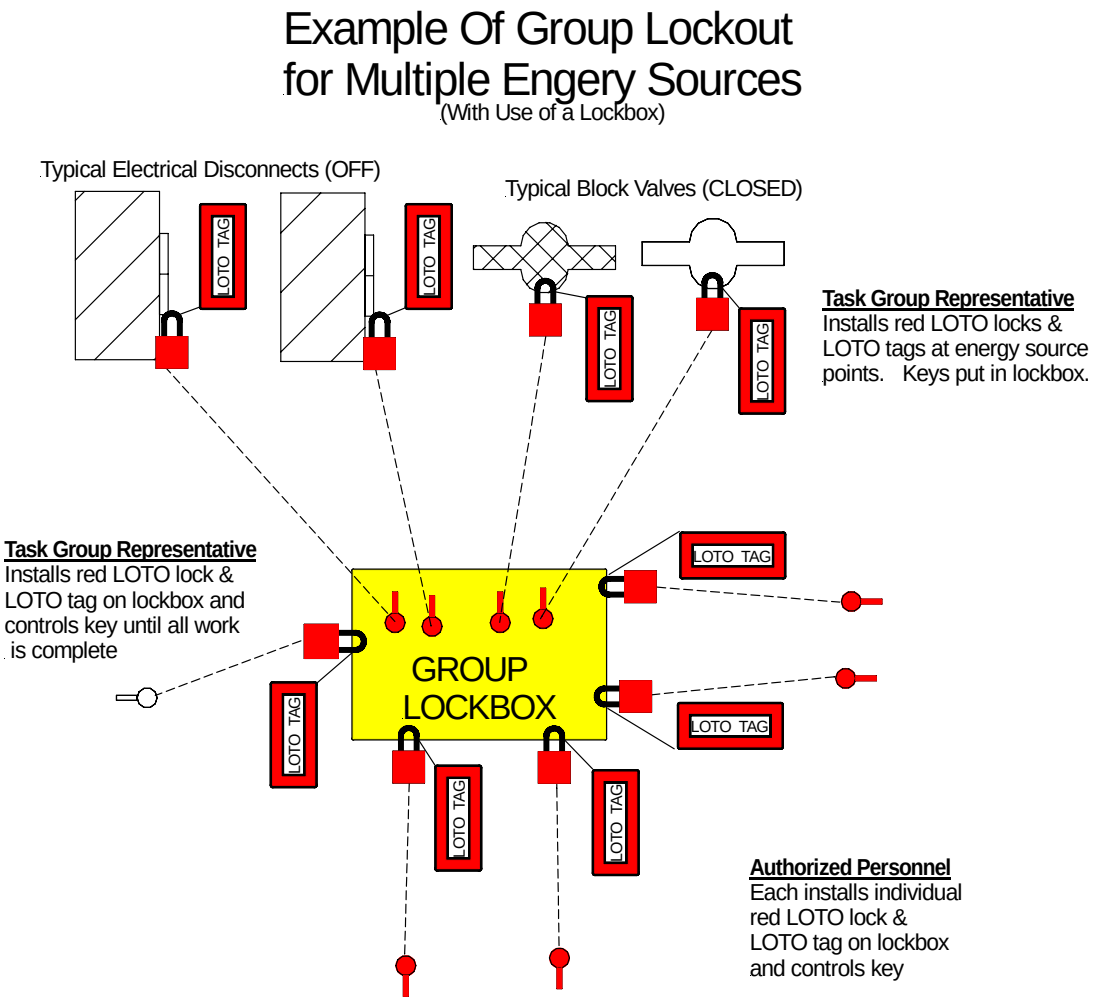

Figure 8.2-2, Group LOTO Multiple Energy Source Control Points
- **Multiple point sources using lockbox (Figure 8.2-2):**